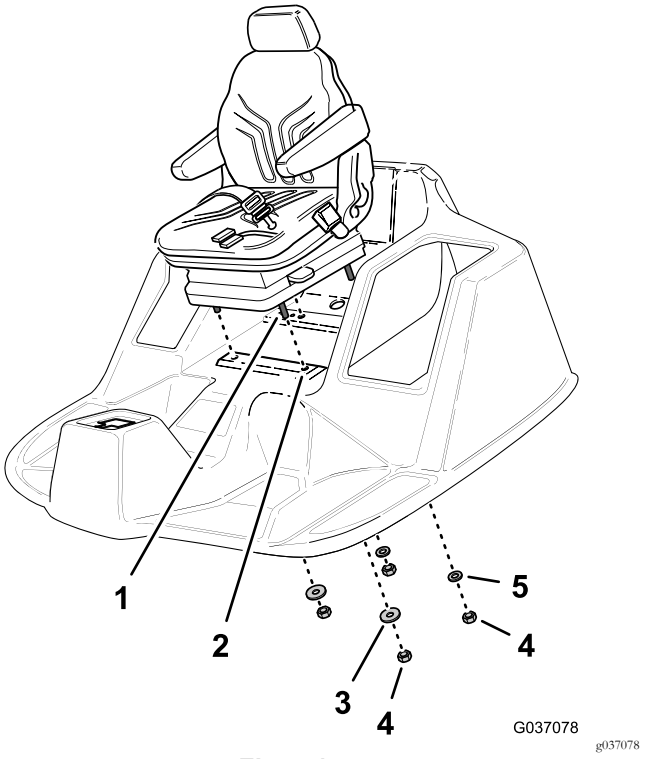

Figur 15
3. Innrett de fire hodeskruene (8 x 40 mm) til det nye setet med hullene i førerplattformen (Figur 15).
5. Monter de to låsemutterne (8 mm) og skivene (5/16 x 1 tomme) på de to forreste hodeskruene for hånd (Figur 15).
6. Monter de to låsemutterne (8 mm) og skivene (5/16 x 1 tomme) på de to bakre hodeskruene for hånd (Figur 15).
6. Monter de to låsemutterne (8 mm) og skivene (8 x 17 mm) til de to andre hodeskruene for hånd (Figur 15).